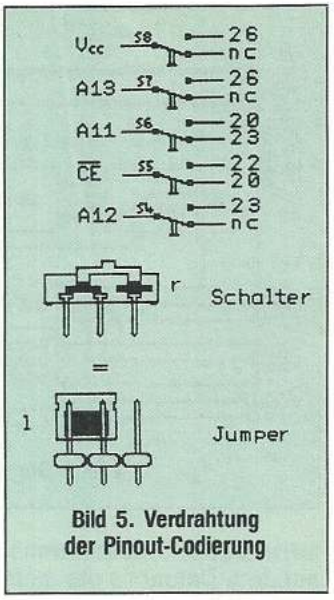

Bild 5. Verdrahtung der Pinout-Codierung
**Die Schalter:** Jetzt kommen wir zu den mit EXROM und GAME verbundenen Schaltern S1 und S2 (Bild 5). Sie dienen dazu, den C 64 darüber in Kenntnis zu setzen, ob ein ROM-Modul vorhanden ist und in welchem Adreßbereich es liegt. Die beiden Schalter sind so verdrahtet, daß die verbotene Kombination, EXROM = H und GAME = L, nicht möglich ist.